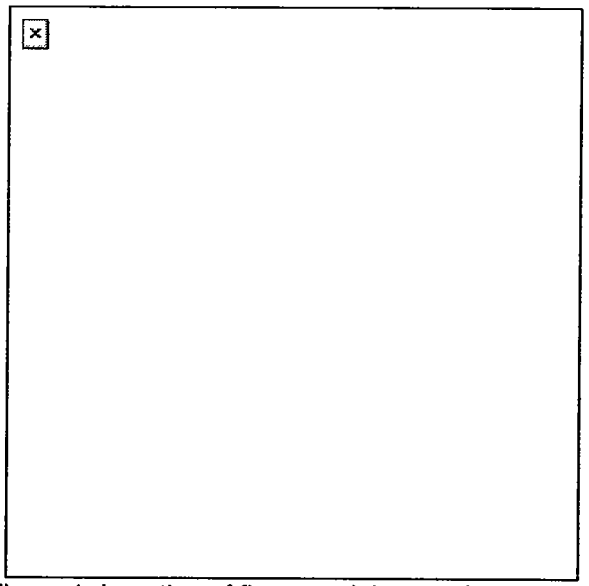

Figure 1. Insertion of first round through feed throat.
a. Open the top cover and insert the first round through the feed throat into the feeder, link opening first (Figure 1).